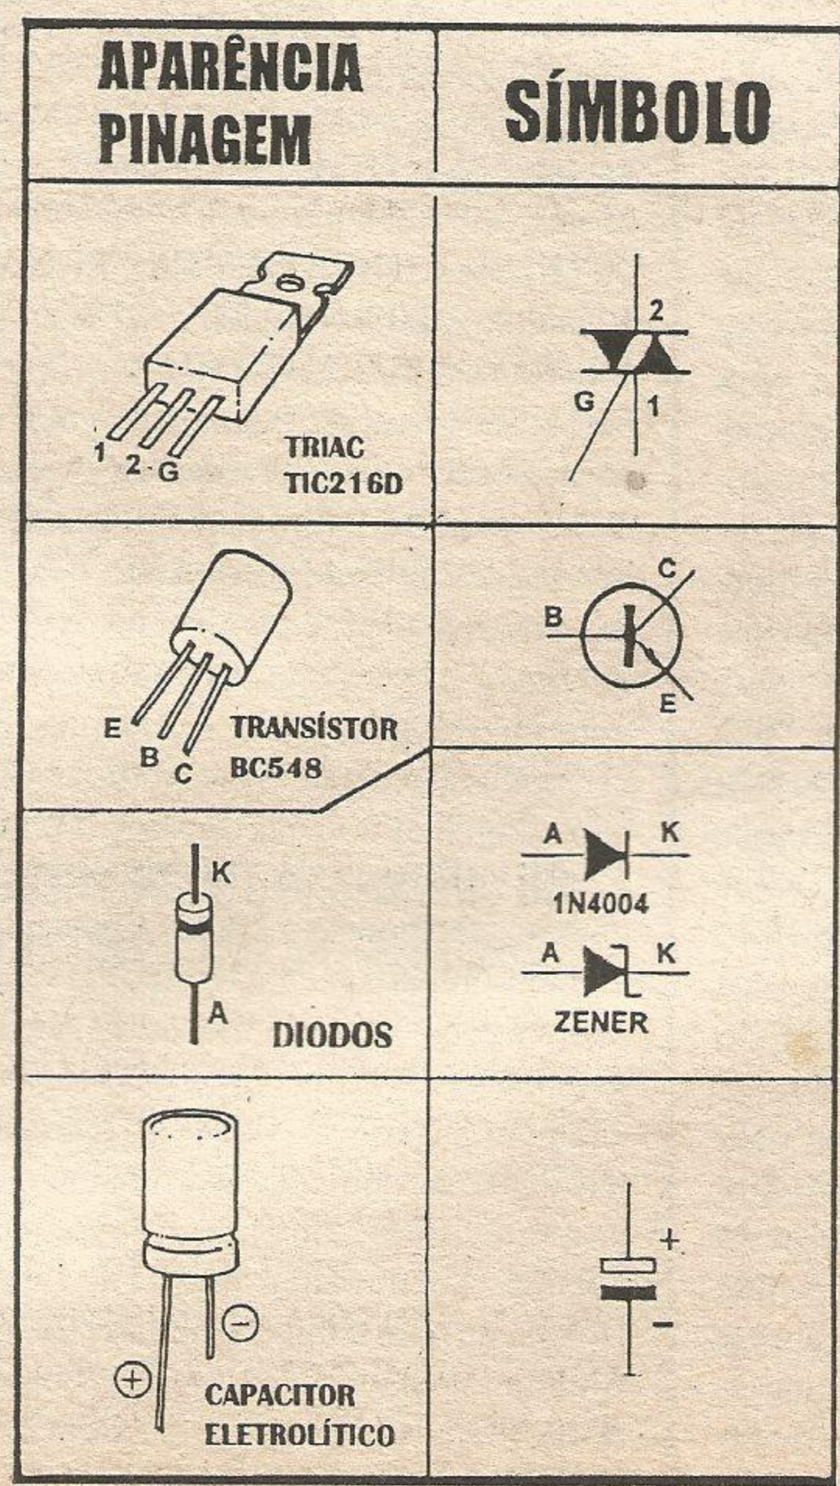
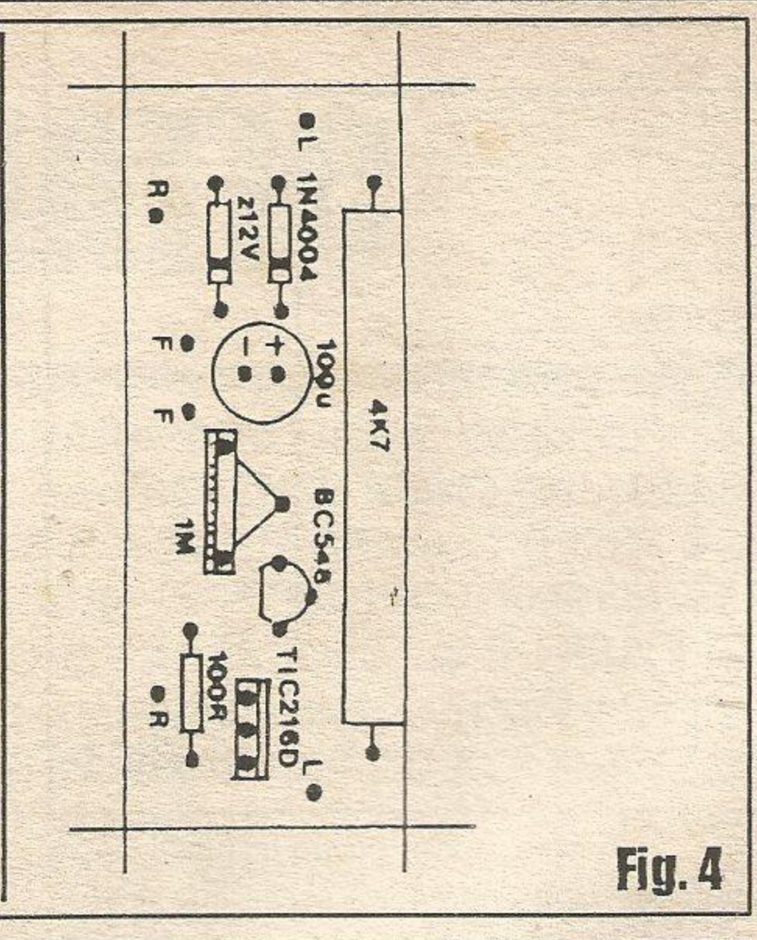

Fig. 2
Fig. 4
**- FIG. 2 - PRINCIPAIS COMPONENTES DO CIRCUITO -** A figura detalha aparências, pinagens e símbolos das peças *polarizadas* , de modo que não fiquem possibilidades de erros ou falhas na interpretação, quando de sua inserção no impresso ou *reconhecimento* prévio... O TRIAC, o transístor, os diodos e o capacitor eletrolítico, constam do diagrama, para facilitar o entendimento dos eventuais *alunos* que apenas agora estejam *chegando à escola* (os *veteranos* já dominam bem tais identificações, não é...?).
**- FIG. 4 - *CHAPEADO* DA MONTAGEM -** O leitor/*aluno* agora vê a placa pelo lado dos componentes (face não cobreada do impresso...), com cada peça identificada pelas suas estilizações gráficas, valores, códigos, polaridades, etc. Quem já aprendeu (ao longo de trinta e tantas *aulas*...) a seguir com atenção os *chapeados* do **ABCDE**, não encontrará nenhuma dificuldade na realização dessa fase da montagem, que compreende a identificação dos componentes, sua inserção e soldagem à placa... Lembrar que todos os componentes já mostrados em detalhes na **FIG. 2** são *polarizados*, e por isso *não podem* ser inseridos e ligados *invertidos*... Assim, observar com *muita atenção* a posição do TRIAC (lapela metálica voltada para o *resistorzão* de 4K7...), do transístor (lado *chato* voltado para o *trim-pot*), dos diodos (inclusive o *zener*), com suas extremidades de **catodo (K)** indicadas pela faixinha ou anel em cor contrastante (cuidado para não